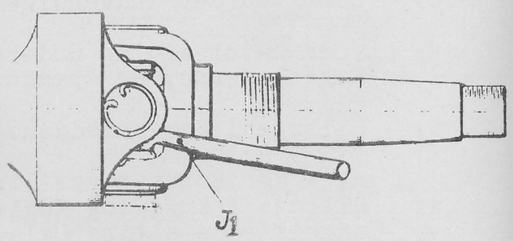

Fig. 3.
Spindelen drejes tilside (Fig 3), saa Krydset glider ud af Mellemstykket (H), og man fjerner nu Spindelen, idet Styretappen (J) glider ud af Styrekuglen (r.i.), medens Kugletappen (L), Kapslen og Krydset (G^1) bliver siddende paa Spindelen.
b) Afmontering af Mellemstykket (H):